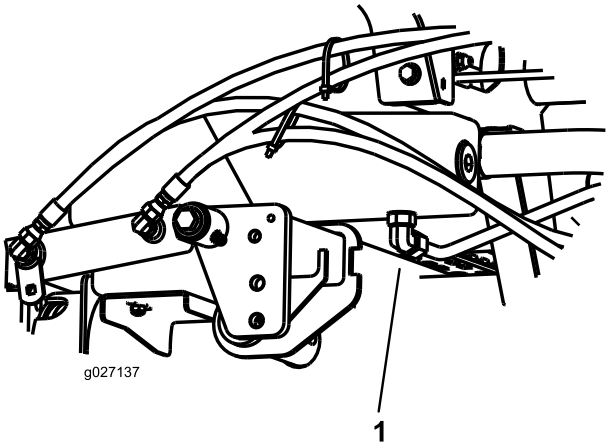

Figur 75
2. Ställ ett stort avtappningskärl under fästet som sitter på hydraultankens undersida (Figur 75).